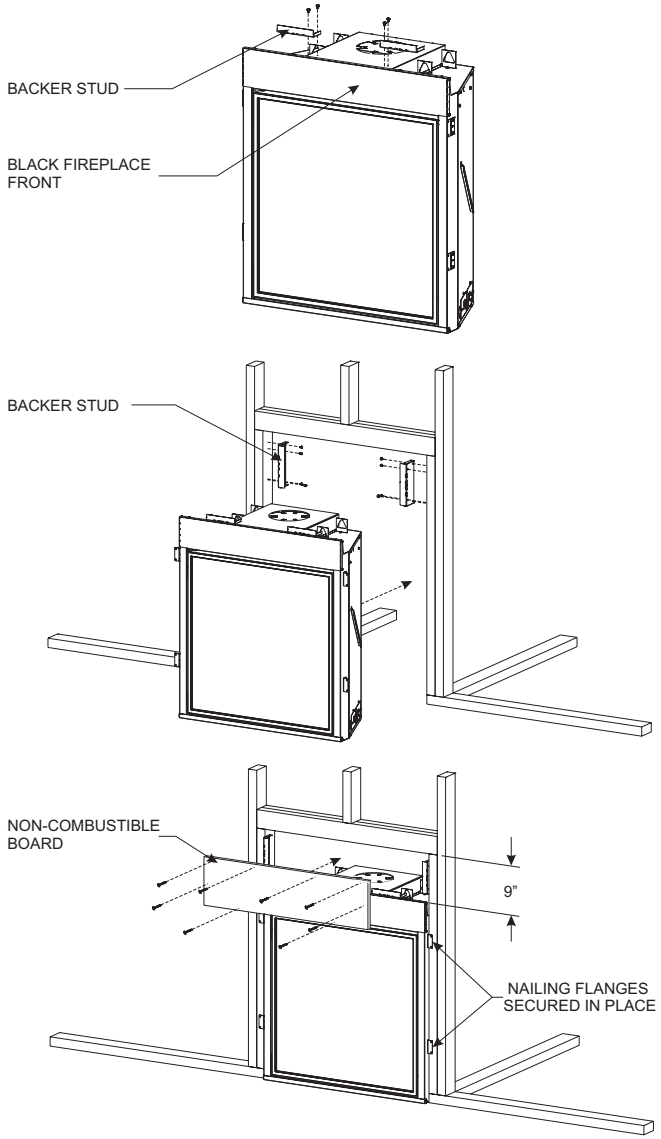

Figure 35
NOTICE: For finishing to top of fireplace, refer to **Figure 35.**
8. Attach the two backer studs to the firebox with four #10 x 1/2 Phillips screws (provided) as shown in **Figure 35.**
9. Attach the two backer studs to the vertical studs with four screws appropriate for installation (not provided) as shown **Figure 35.**
11. Mark non-combustible board for backer stud locations. Position the non-combustible board and secure with four #8 x 1 self-drilling drywall screws (provided) as shown in **Figure 35**. Four screws appropriate for installation (not provided) screw into the header. **See Figure 35**. To avoid damage to the non-combustible board, do not use more screws.